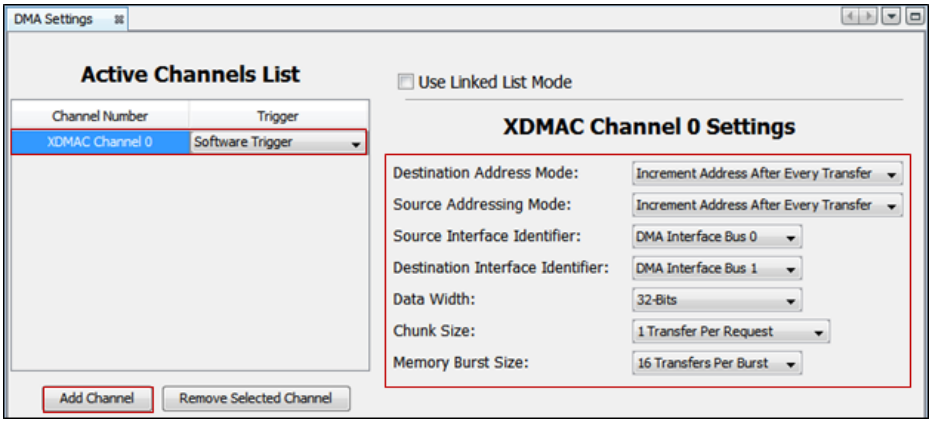

Figure 3: MPU Settings
3. DMA Peripheral Library, See Figure 3.